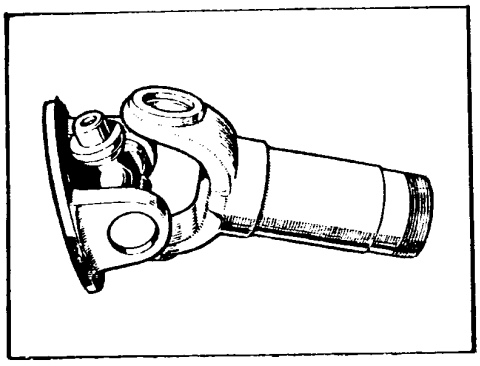

Fig. D-11 Desmontaje del manguito o eje
1.7. El manguito (o el eje) pueden ser ya desmontados (Fig. D-11).